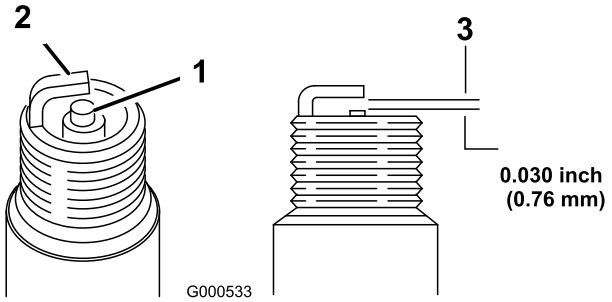

Figuur 23
5. Stel de elektrodenafstand in op 0,76 mm (Figuur 23).